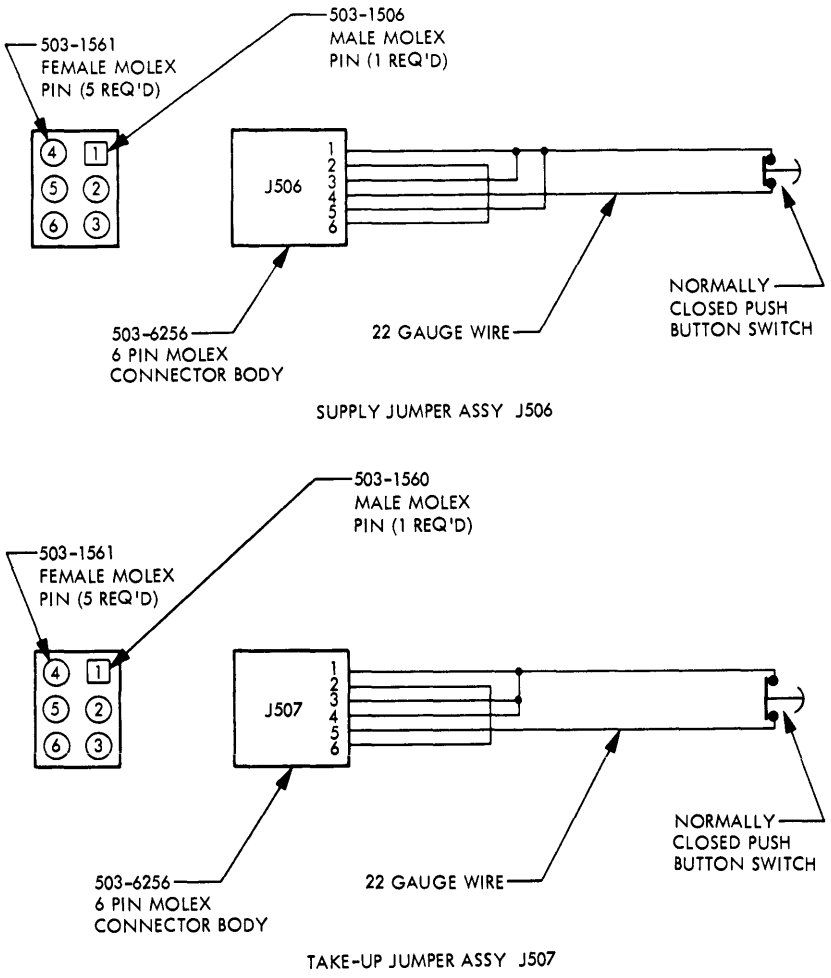

Figure 6-2. J506 and J507 Test Jumper Assemblies
(1) Fabricate two jumper assemblies as shown in Figure 6-2.
(2) Remove J506 from the Tape Control PCBA and install jumper J506 in its place.
(3) Remove J507 from the Tape Control PCBA and install jumper J507 in its place.
(4) Remove the supply reel and apply power to the transport.
(5) Place the Maintenance switch in the reverse position.
(6) Connect a jumper from TP17 to TP16.
(7) Insert tape segment between the EOT/BOT sensor and the reflector plate.